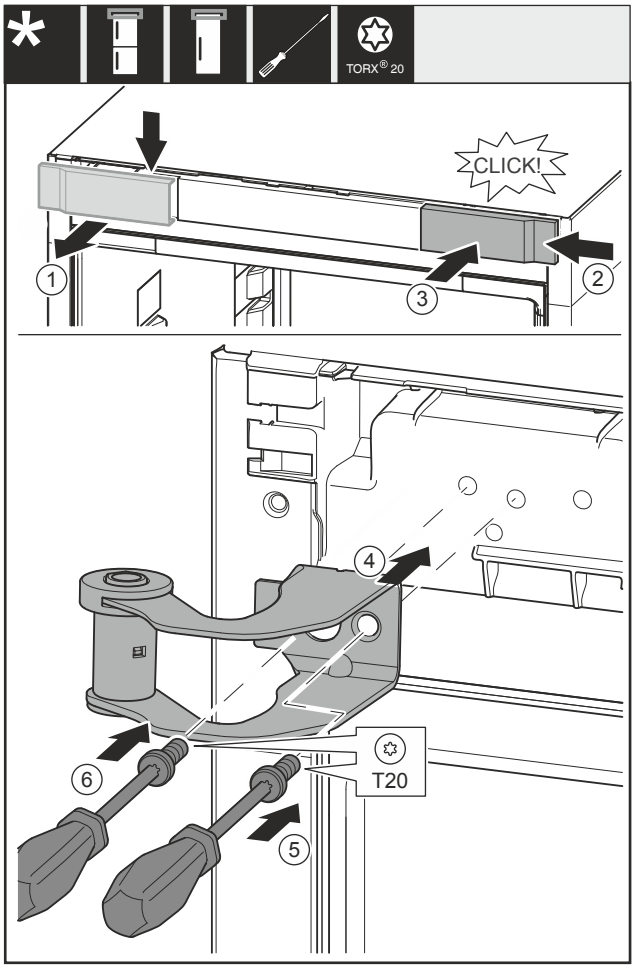

Fig. 36
- ▶ Noņemiet pārsegu *Fig. 36 (1)* no augšas uz priekšu.
- ▶ Iekabiniet pārsegu *Fig. 36 (2)*, pagrieztu par 180°, otrajā pusē no labās puses.
- ▶ Nofiksējiet pārsegu *Fig. 36 (3)*.
- ▶ Pielieciet augšējo gultņa balstu *Fig. 36 (4)*.
- ▶ Aizskrūvējiet skrūvi *Fig. 36 (5)*.
- ▶ Aizskrūvējiet skrūvi *Fig. 36 (6)*.